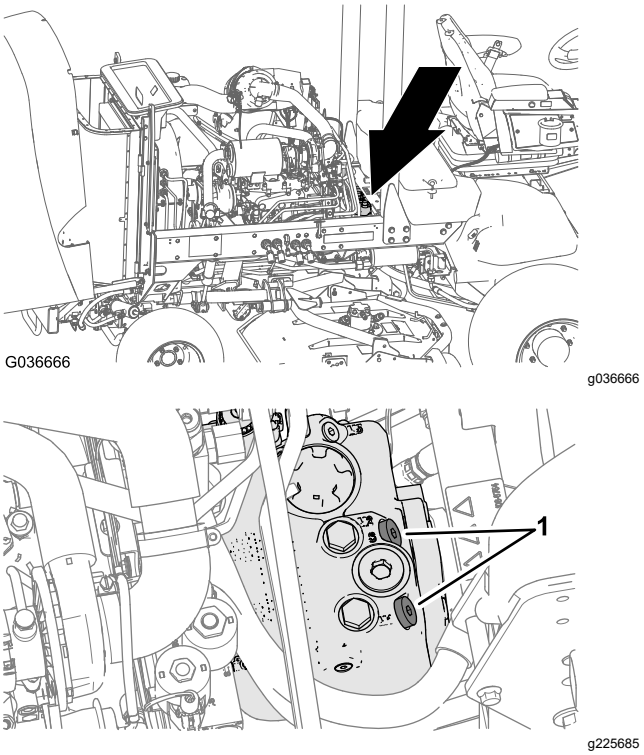

Figuur 74
1. Open de motorkap en zoek de ontlastkleppen (Figuur 74) bovenaan de pomp, achter de accu en het opslagcompartiment.